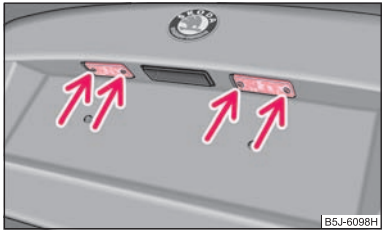

Fig. 174 Desmontar la luz de la matrícula
- Abrir la tapa del maletero y destornillar el cristal de las lámparas ⇒ fig. 174.